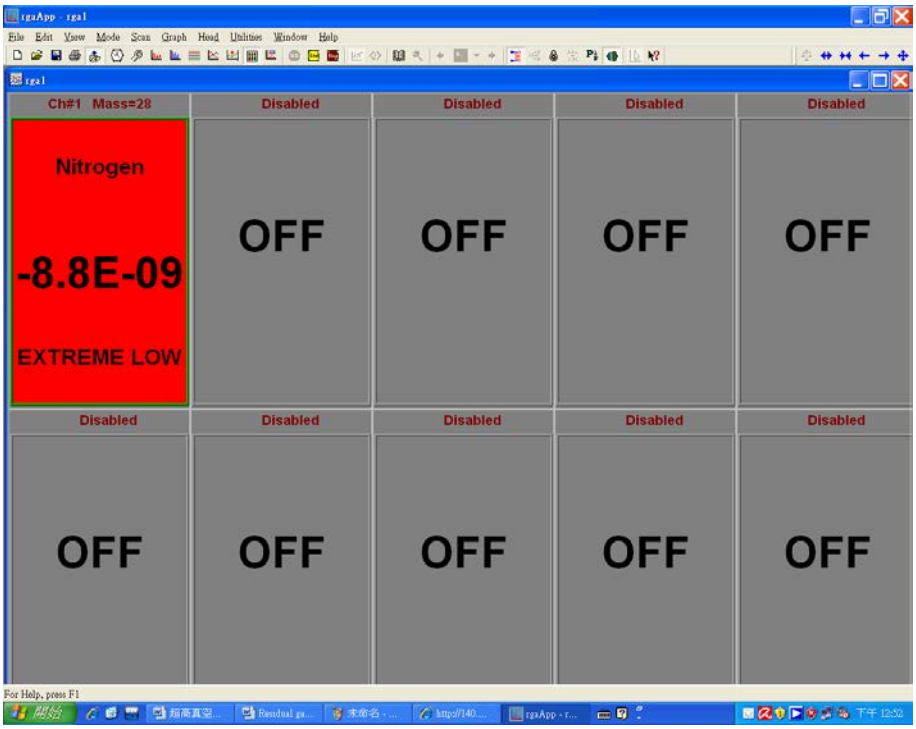

Figure 10. 氦氣含量檢測
1. 因為大氣中氮氣的含量最多，所以先利用氮氣測腔體是否有漏氣，先開啟 RGA 程式，按下 開始觀察氮氣的壓力變化情形，接著將 Gate Valve 皆關閉，固定時間觀察氮氣壓力的上升情形 (如 Figure 10 所示)，若氮氣的壓力上升太快表示腔體有漏氣的情形。